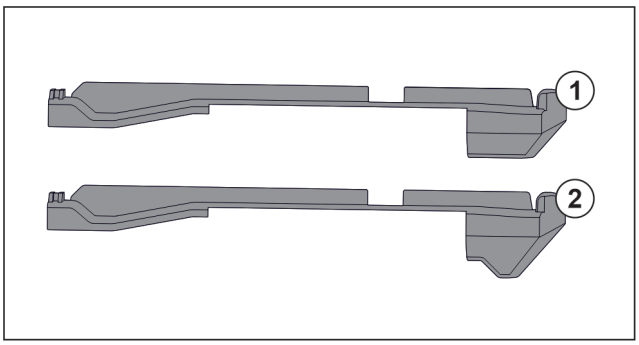

Fig. 141 Сравнение вставных частей
В устройстве находятся две разные вставные части. Вставная часть над самым нижним выдвижным ящиком *Fig. 141 (2)* имеет треугольную кромку. Все прочие вставные части *Fig. 141 (1)* имеют прямую кромку.
▶ Установите вставную часть *Fig. 141 (2)* с треугольной кромкой над самым нижним выдвижным ящиком.
▶ Установите вставную часть *Fig. 141 (1)* с прямой кромкой на все прочие места.